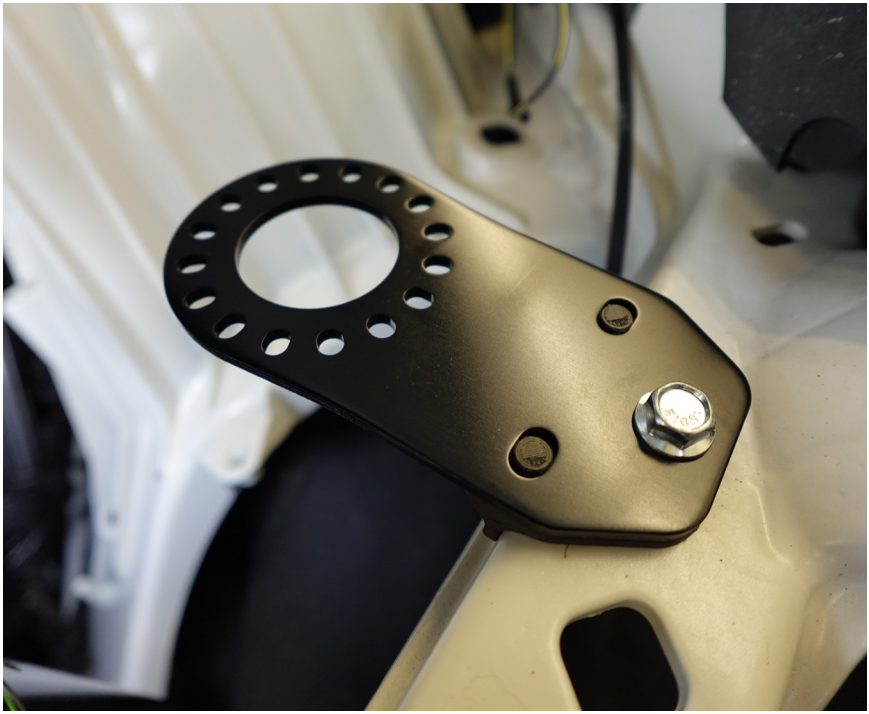

Figure 6 - Mounted Bracket on Core Support
1. Locate the hole on the radiator core support, and install the bracket pad with aluminum insert, flat bracket and hardware as shown in Figure 6.